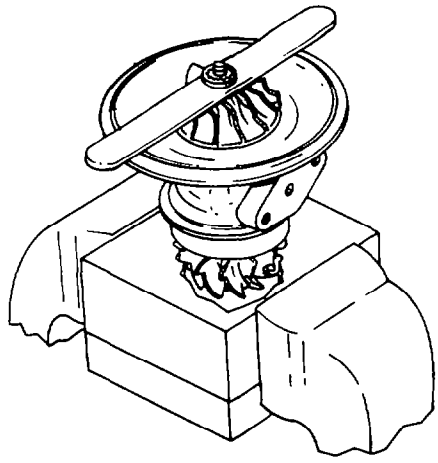

Fig. 137 — Turbine Wheel Holding Fixture
b. Remove the locknut from the V-band coupling (item 2); remove the V-band from the turbocharger, then remove the compressor housing (item 1) from the back-plate (item 7). If necessary loosen the compressor housing by tapping it with a nylon mallet. Repeat the procedure to remove the turbine housing (item 22) from the centre housing (item 17).
c. Support the centre housing (item 17) and rotating assembly in wheel holding fixture J-29677-1 (see fig. 137).